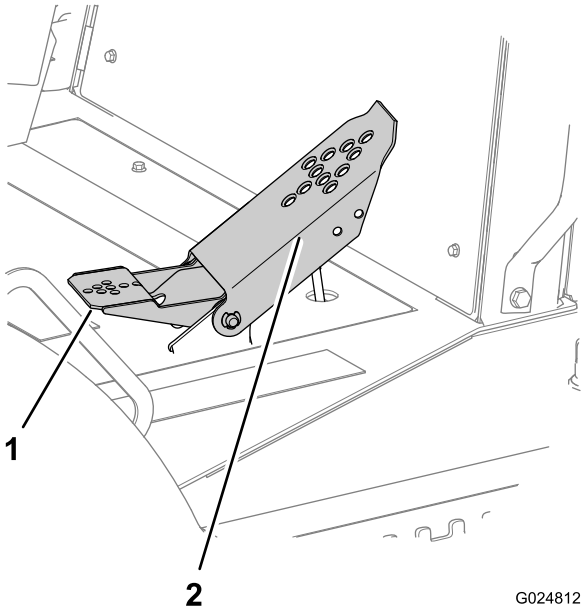

Rysunek 45
- Naciśnij górną część pedału, aby jechać maszyną do przodu (Rysunek 45).
- Naciśnij dolną część pedału, aby jechać maszyną do tyłu (Rysunek 45).
- Aby zmniejszyć prędkość maszyny lub ją zatrzymać, przestaw pedał w górę do pozycji neutralnej (Rysunek 45).